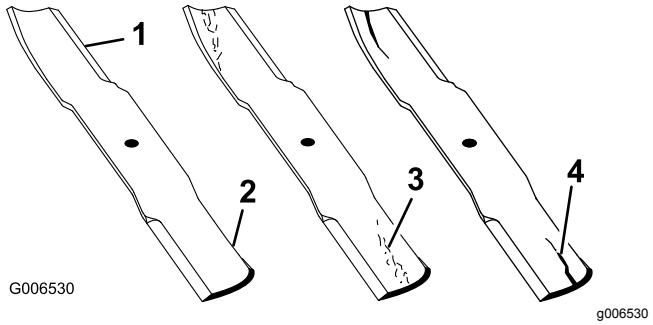

Figura 100
1. Inspeccione los filos de corte (Figura 100).
4. Si observa fisuras, desgaste o la formación de una ranura en esta zona, instale de inmediato una cuchilla nueva (Figura 100).